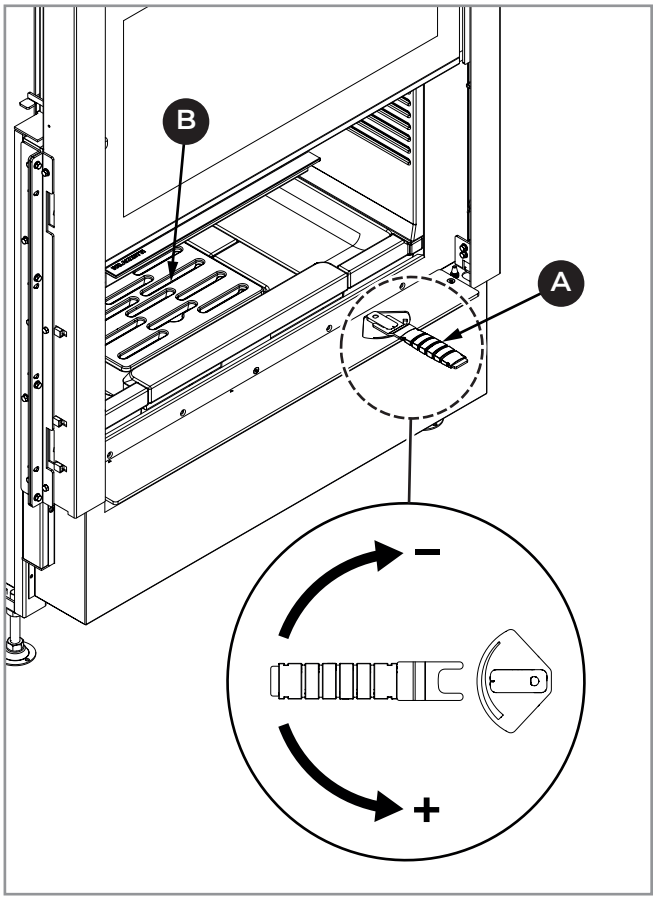
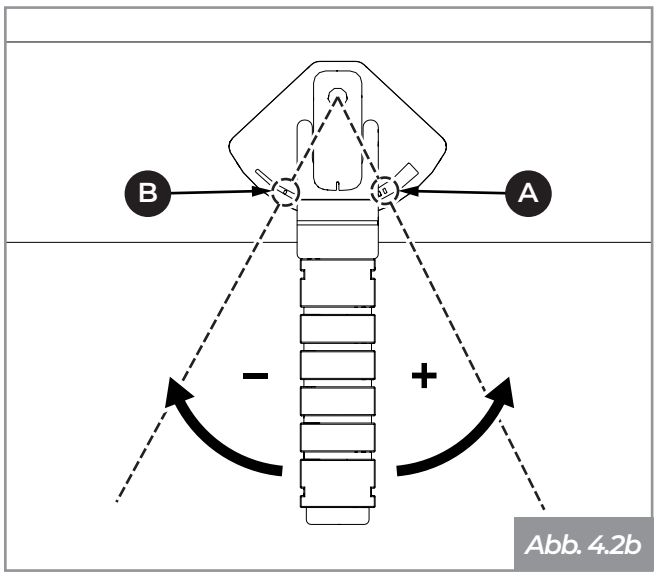
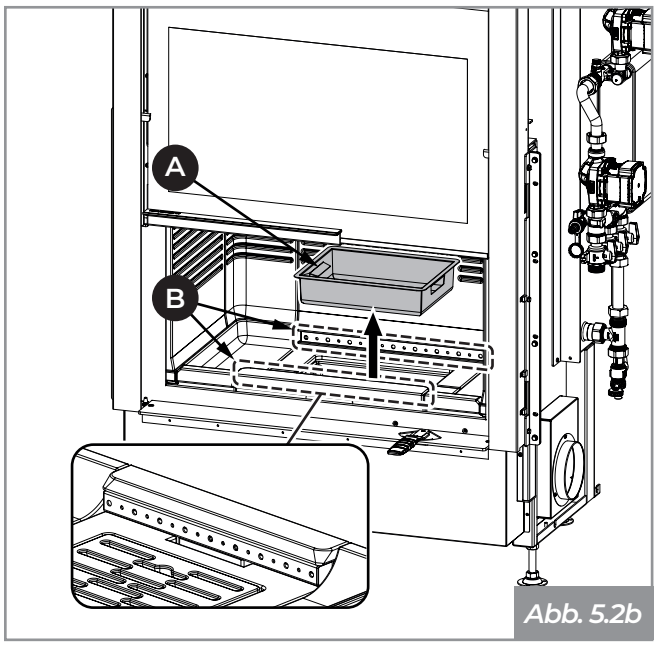

Abb. 4.2a
Abb. 4.2b
Abb. 5.2b
2. Mit dem mitgelieferten „kalten Griff“ **(A - Abb. 4.2a)** die Einstellungsvorrichtung der Hauptluft vollständig (+) öffnen **(A - Abb. 4.2b)**.
3. Die Holzscheite vorsichtig in die Brennkammer legen. Darauf achten, die Schlitze im Rost **(B - Abb. 4.2a)** und die vorderen und hinteren Öffnungen des Verbrennungsluftverteilers nicht vollständig abzudecken **(B - Abb. 5.2b)**;
8. Den Lufteinlass offen halten, um eine hohe und helle Flamme zu gewährleisten **(A - Abb. 4.2b)**;
9. Die Lufteinlassöffnung erst dann mithilfe des „kalten Griffs“ verkleinern **(B - Abb. 4.2b)**, wenn sich eine gute Glutbasis gebildet hat.
Die Aschenlade aus dem Unterbau herausziehen und Asche, die sich möglicherweise in den darunterliegenden Räumen abgelagert hat, heraussaugen **(A - Abb. 5.2b)**.
Die vorderen und hinteren Öffnungen des Verbrennungsluftverteilers absaugen, um mögliche Ascheansammlungen zu vermeiden **(B - Abb. 5.2b)**.